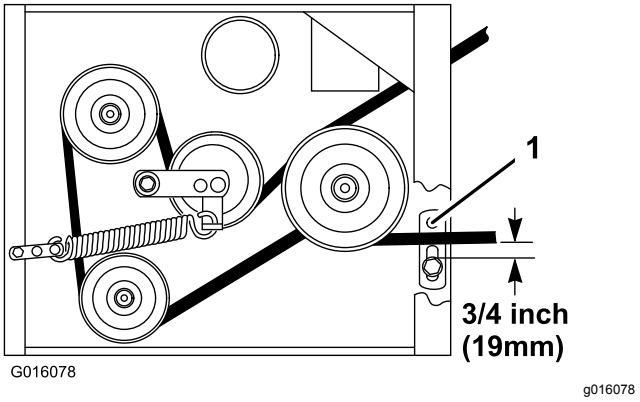

Figuur 48
8. Controleer of de riemgeleider onder het motorframe juist is afgesteld (Figuur 48).
Opmerking: Zorg dat de afstand tussen de riemgeleider en de maaierriem 19 mm bedraagt als de maaierriem is ingeschakeld (Figuur 48). Stel indien nodig de riemgeleider van de drijfriem af. Als de geleiders goed zijn afgesteld, mag de riem (als deze is uitgeschakeld) niet slepen of van de poelie vallen.